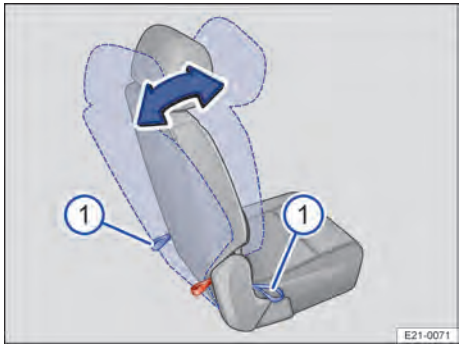

**Fig. 58** Segunda fila de asientos: ajustar la inclinación del respaldo del asiento.
1. Presione con una mano el respaldo del asiento individual o del de dos plazas y, al mismo tiempo, tire con la otra mano del lazo correspondiente → fig. 58 ①.